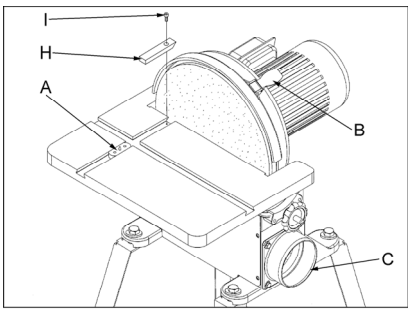

Fig 6
Nach dem Ausschalten kann der Schleifteller durch Drücken des Bremshebels (B, Fig 6) schnell stillgesetzt werden.
Die gelieferte Zentrierspitze (A, Fig 6) kann zum Kreisschleifen eingesetzt werden. Stellen Sie den gewünschten Radius ein und klemmen Sie die Gewindestifte.
Die Tischnut-Einlage (H, Fig 6) sollte beim Schleifen kleiner Werkstücke montiert sein. Die Befestigung erfolgt mit einer Innensechskantschraube (I).